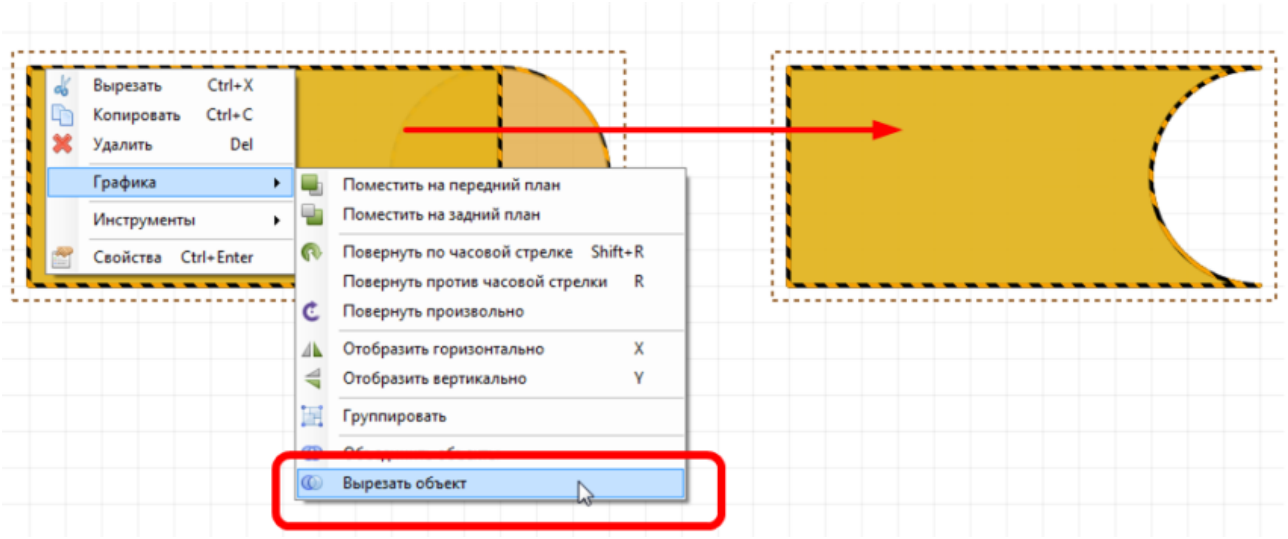

Рис. 58. Вырезание объектов
3. Вызвать контекстное меню и использовать пункт «Вырезать объект» в разделе «Графика», см. Рис. 58. Также можно воспользоваться панелью инструментов «Графика».